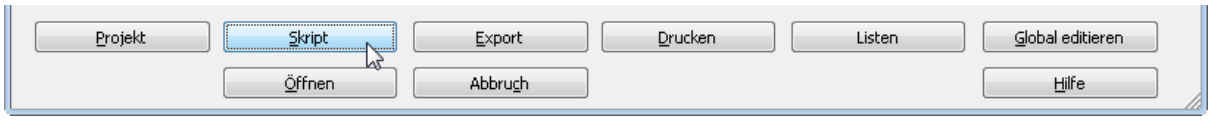

Bild 19.1 – Skripte werden ebenen-übergreifend aufgerufen
- Klicken Sie in der Zeichnungsverwaltung auf die Schaltfläche *Skript* (Abb. 19.1).